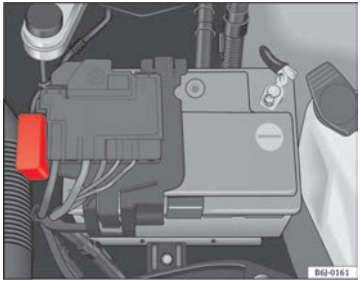

Fig. 143 In the engine compartment: fuse box cover
- Press the locking tabs to release the fuse box cove ⇒ Fig. 143.